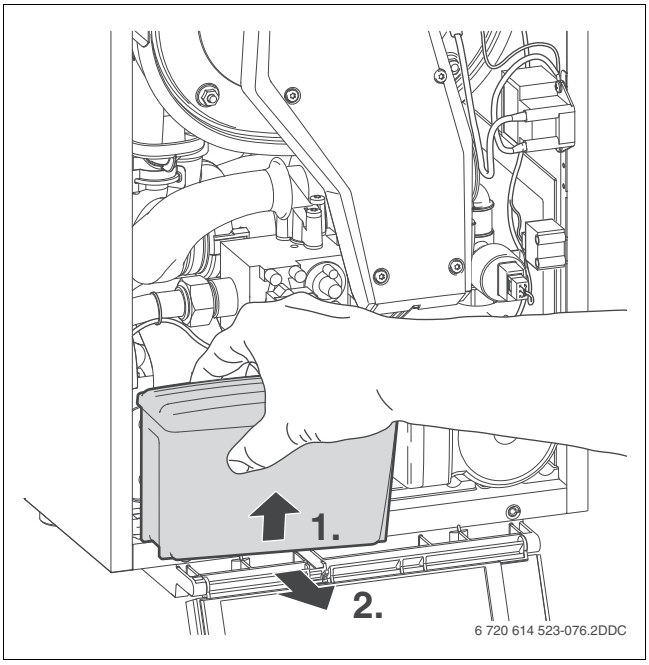

Afb. 30 Verwijderen branderautomaat
▶ Verwijder de branderautomaat (→ afb. 30).